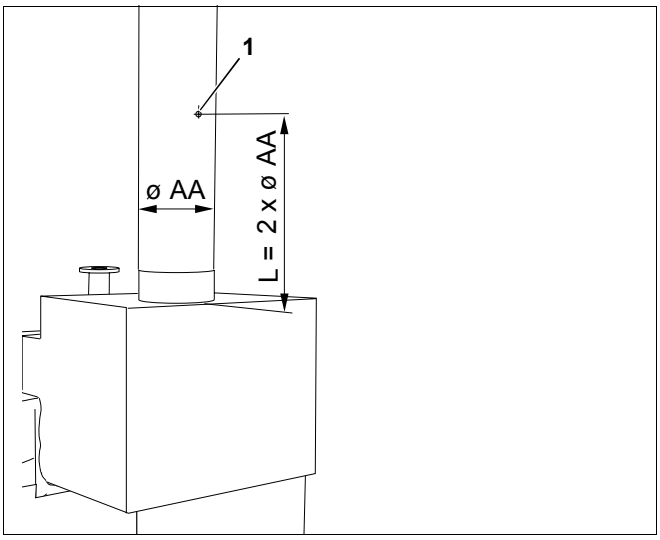

Рис. 10 Проведение замеров
Для проведения приведенных далее измерений нужно на присоединительном участке системы дымовых газов сделать отверстие для замеров (рис. 10, **поз. 1**). Расстояние от прерывателя тяги должно быть равно двукратному диаметру дымовой трубы (AA).
- Точку замера на присоединительном участке (рис. 10, **поз. 1**) разместить на стороне, отвернутой от котла. Для этого на присоединительном участке просверлить отверстие диаметром 8 мм.